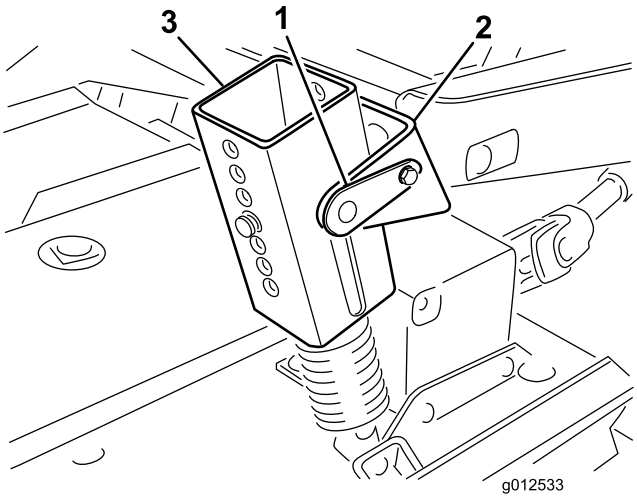

図 1
2. 200 シリーズのトラクションユニットのみトラクションユニットからカウンタバランスを外してブラケットからロッキングピンを抜き、スプリングテンション・アセンブリをブラケットから分離してデッキの上に置く 図 1。
3. カッティングユニットを下降させ、刈高ブラケットから4本のピンを抜き取る 図 1。